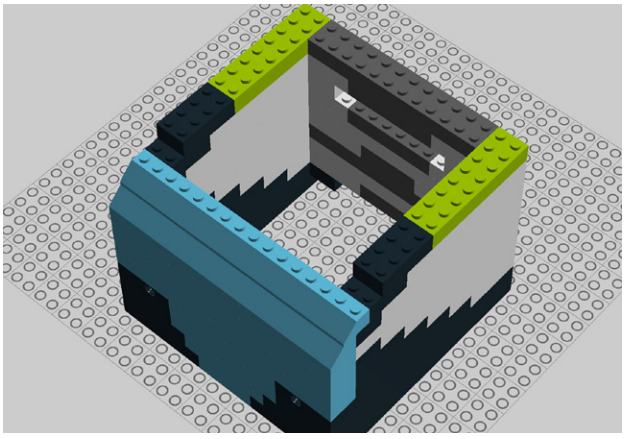

Figure 9-48. *Step 43: Adding two 2x8 bricks*
43. Add two 2x8 bricks (Figure 9-48).